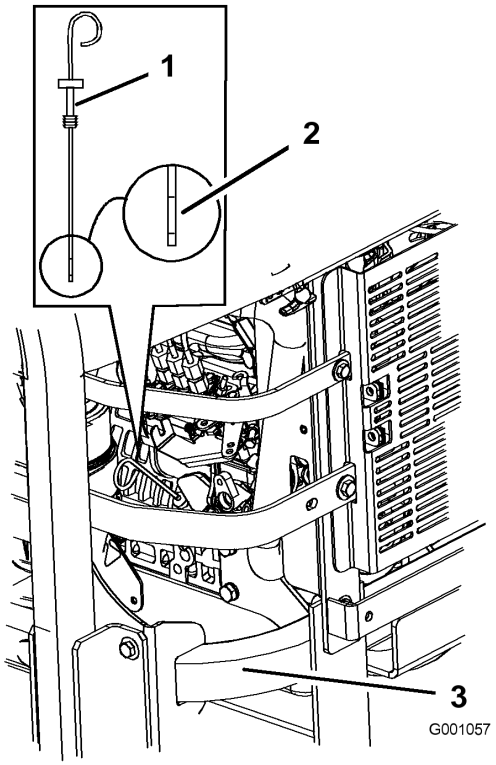

Figure 34
3. Nettoyez la surface autour de la jauge d'huile (Figure 34) pour éviter que des impuretés ne s'introduisent dans le goulot de remplissage, ce qui risquerait d'endommager le moteur.
4. Sortez la jauge d'huile et essuyez soigneusement l'extrémité métallique (Figure 34).
5. Enfoncez la jauge complètement dans le goulot de remplissage. Ressortez la jauge et examinez l'extrémité métallique (Figure 34). Si le niveau est bas, versez lentement une quantité d'huile suffisante dans le trou de remplissage pour amener le niveau au repère du plein.